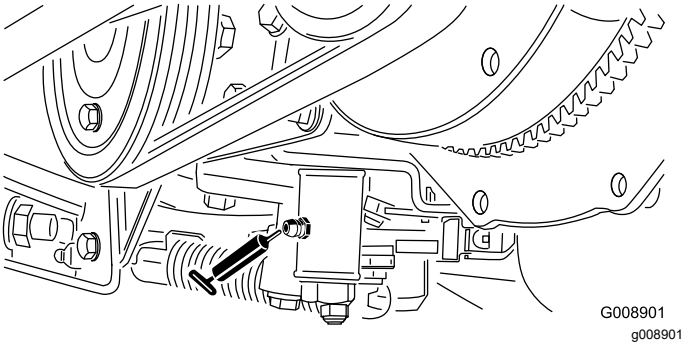

Figuur 58
- Afstelmechanisme neutraalstand (Figuur 58)